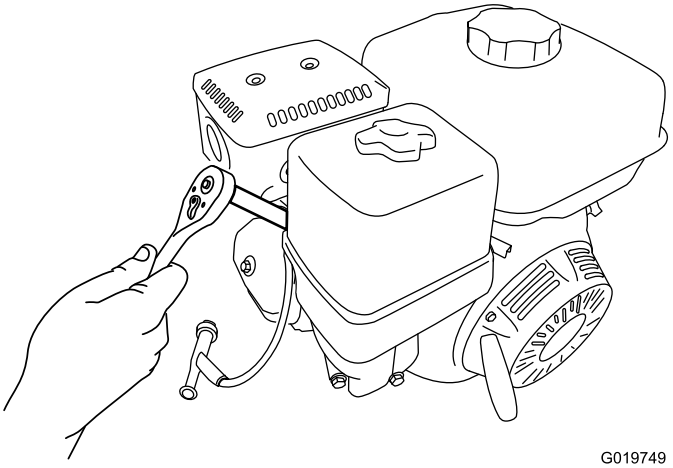

Figure 56
5. Avec une clé de 20 mm (13/16 po), tournez la bougie dans le sens antihoraire pour la déposer ainsi que la rondelle d'étanchéité (Figure 56).
2. Avec une clé de 20 mm (13/16 po), tournez la bougie dans le sens horaire jusqu'à ce qu'elle soit en place avec sa rondelle d'étanchéité (Figure 56).